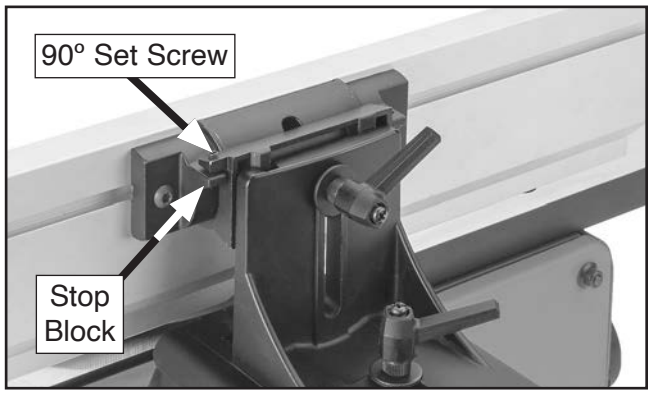

Figure 54. Location of 90º fence angle adjustment components.
5. Adjust fence until it is flush against combination square, then tighten 90º set screw on fence slide bracket until it contacts stop block (see **Figure 54**).